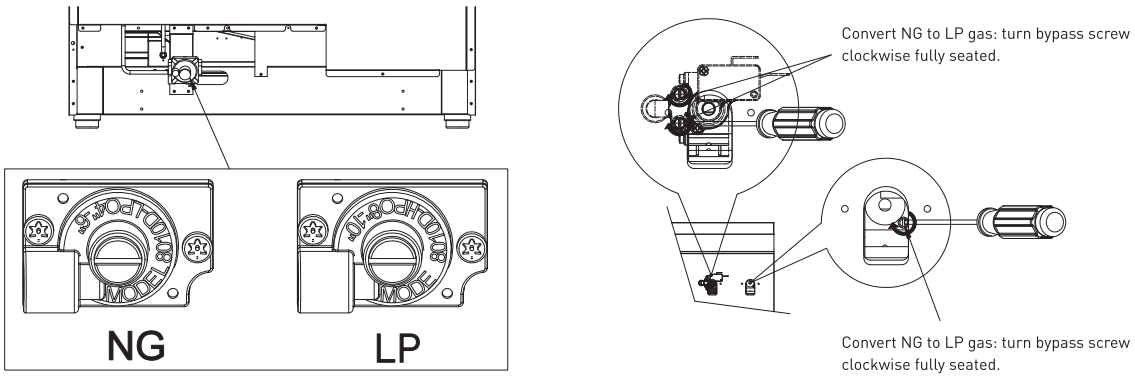

Figure 3 — Burner valve and bypass screw adjustment (NG → LP: clockwise, fully seated)
1.Using a small flat-blade screwdriver, turn each burner valve bypass screw clockwise until fully seated (see Figure 3).